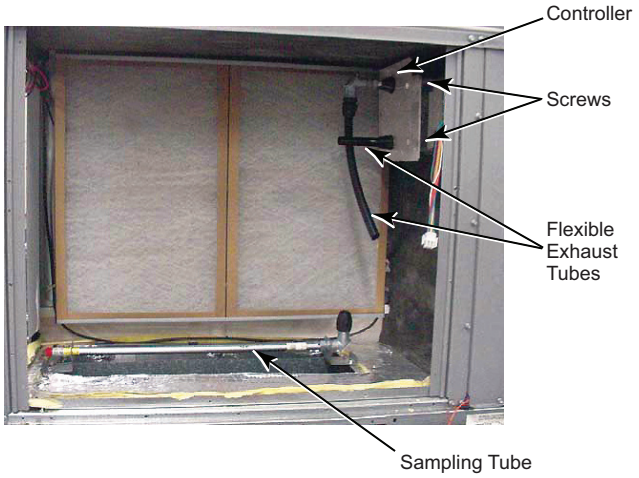

Fig. 65 - Return Air Detector Shipping Position
1. Unscrew the two screws holding the Return Air Sensor detector plate. See Fig. 65. Save the screws.